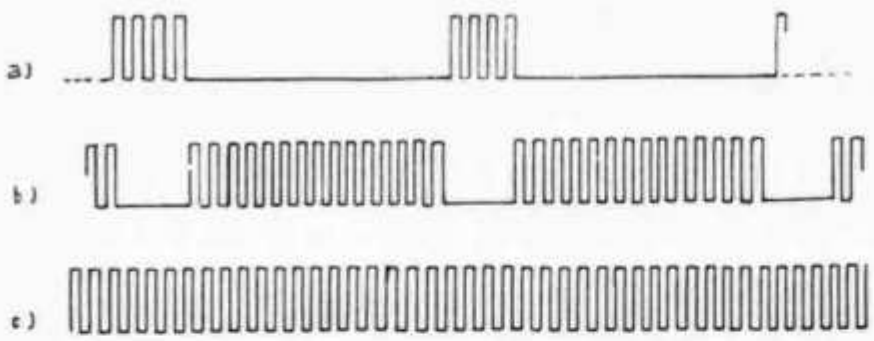

Figure 1
Au lieu d'émettre une porteuse continue modulée par des signaux BF, nous aurons trois positions de modulation possible : la première, la plus difficile à localiser consiste en une modulation en A2 sur 600 Hz de trains de période 1 seconde avec un rapport cyclique de 1/5. Autrement dit, l'émetteur envoie des points de télégraphie modulée, et entre deux points c'est le silence complet, porteuse coupée (figure 1 a). Il faut donc orienter son antenne pendant ces brèves périodes d'émission, c'est assez difficile bien entendu.
Toute la chasse ne peut pas se dérouler dans ces conditions, à moins d'avoir toute une journée devant soi ; au bout de 5 minutes environ, le responsable de la chasse aura intérêt à passer sur une autre position de modulation que nous appellerons position 2 symétrique de la précédente en ce sens que nous y envoyons des traits de 4/5 de seconde séparés par des blancs de 1/5 de seconde (figure 1 b). Ce type d'émission est déjà plus facile à repérer, le « S-mètre » pour un amortissement moyen ayant déjà moins tendance à s'affoler.
Figure 1 shows the basic antenna arrangement. Either antenna 1 or 2 can be considered to be the trap antenna and the
Fig. 1. Two-element antenna spaced ¼λ and fed 90° out of phase (A) automatically becomes ½λ spaced 180° out-of-phase array (B) on second harmonic frequency without changing feedline lengths.
other antenna the secondary antenna. Figure 1(A) shows the antennas separated by ¼λ. The transmission line to the secondary antenna is chosen so that it is ¼λ longer or shorter than that going to the main trap antenna, depending on the direction in which the main radiation is desired. Fed in this manner (90° or ¼λ out of phase) and spaced ¼λ, a cardioid directivity pattern results in the horizontal plane with the direction of radiation as indicated in Figure 1(A). Assuming that each antenna still properly matches its transmission line on the 2nd harmonic frequency, Figure 1(B) shows the spacing and phasing relationships. The antennas are now electrically spaced by ½λ and the one transmission line is ½λ (180°) longer than the other. Under these conditions, the antennas will develop a bidirectional radiation pattern in the horizontal plane as shown by the arrows in Figure 1(B).
The spacings and phasings shown in Figure 1 are conventional ones well known by any amateur acquainted with driven, phased antenna arrays. Many amateurs, however, falsely think that there are only a small number of spacing and phasing combinations that provide useful directional patterns for a driven array with two antenna elements (e.g., ¼λ or ½λ spacing, in-phase (0°) or out-of-phase (180°) feed, etc.). Actually, there are a great many more combinations that can be used, as illustrated in Fig. 2.
From all the combinations shown, it should certainly be possible to develop a useful directive pattern no matter how restricted one may be in the physical placement of the antennas. If the spacing and feedline lengths are chosen correctly, as illustrated in one case by Fig. 1, an effective directional pattern will be obtained without changing transmission line lengths or one or more bands harmonically related to the band for which the antenna array is designed. If there is any difficulty in interpreting Fig. 2, one should first locate the combinations illustrated by Figs. 1(A) and 1(B).
Using the circuit of Fig. 1, a cw power output of 175 watts was obtained with 25 watts of driving power. Similarly, 175 watts peak output was obtained during ssb tests. The third- and fifth-order distortion products were down 27 dB below PEP level at 120-watts PEP output. At 175 watts PEP output the distortion products were some 25 dB below PEP level. These figures compare favorably with those obtained while testing other sweep-tube amplifiers. At 80 watts PEP output the IMD was somewhat better – approximately 31 dB below PEP value. Efficiency checks of the amplifier turned up a figure of approximately 60 percent.
Fig. 1 — Schematic diagram of the linear amplifier. Fixed-value resistors are composition. Fixed-value capacitors are disk ceramic, 600 volts, unless otherwise indicated. Polarized capacitors are electrolytic.
Referring to Fig. 1, a toroidal input transformer, T_1, couples the exciter to the cathode of the tube. It is not a true broad-band transformer because the tube presents a shunt capacitance of 37 pf across the secondary of T_1. This, plus roughly 10 pf of stray circuit capacitance, prevents the transformer from being broad enough for a low SWR on all of the bands. The design center for T_1 is 6 MHz, and it provides an impedance transformation of approximately 4:1. The SWR, as measured at J_1, is less than 2.5 to 1 at 80 and 40 meters. It is 3 to 1 at 15 meters, and a rather high 5 to 1 at 14 MHz. The actual SWR depends upon the operating conditions of the tube at a given power level, and changes with the driving power applied at J_1. Tests were made with an rf choke from cathode to ground, and with a 0.01-uf coupling capacitor between J_1 and the cathode. The SWR on all of the bands was greater than 3.5
Referring to Fig. 1, the top 100-uF filter capacitor in the power supply is a tubular type with a cardboard case. It is mounted under the chassis on terminal strips (see photo) and is safe with regard to physical contact. The center 100-uF filter capacitor is a twist-lock type, and is mounted above the chassis. It has a cardboard outer cover to prevent physical contact with its metal case. If this were not done the operator could get a severe shock if the capacitor case was touched while some